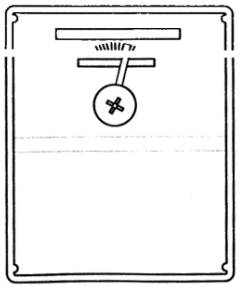
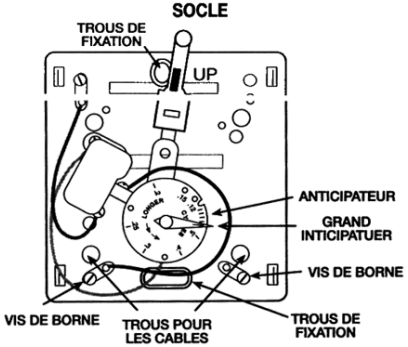

FIGURE 2
FIGURE 3
- ☐ Retirer la plaque avant du nouveau thermostat en passant le doigt sur le côté du thermostat tout en soulevant doucement chaque côté. Retirer le socle, Figure 2, du sous-socle, Figure 3, en desserrant les trois vis imperdables.
- ☐ Placer le sous-socle, Figure 3, sur la plaque murale par-dessus l'ouverture du mur. Marquer le mur avec un crayon à l'endroit des trous de fixation comme indiqué en Figure 2. Puis, poser la plaque et le sous-socle de côté.
- ☐ En vous reportant à vos notes et aux diagrammes suivants, fixer les câbles aux vis des bornes comme indiqué en Figure 2. S'assurer que les câbles métalliques ne se touchent pas. Enfoncer le surplus de cable dans le mur.
- ☐ Placer le socle, Figure 3, par-dessus le sous-socle et le fixer en serrant les trois vis imperdables.
- ☐ Trouver le réglage de l'anticipateur sur l'ancien thermostat. Le réglage sur le nouveau thermostat devrait être le même. Procéder avec soin en faisant glisser le grand indicateur, Figure 2, sur le chiffre imprimé voulu de l'anticipateur. S'il est impossible de déterminer le réglage de l'ancien anticopateur, regarder la commande de gaz sur la chaudière, ou le régler sur 6. Lors de la saison de chauffage, la chaudière doit fontctioner environ 5 fois par heure. Si des réglages sont nécessaires, déplacer légèrement l'indicateur de chaleur de l'anticipateur et vérifer à nouveau. **NOTE: Régler l'indicateur sur 1.2 pour les systèmes millivolts.**